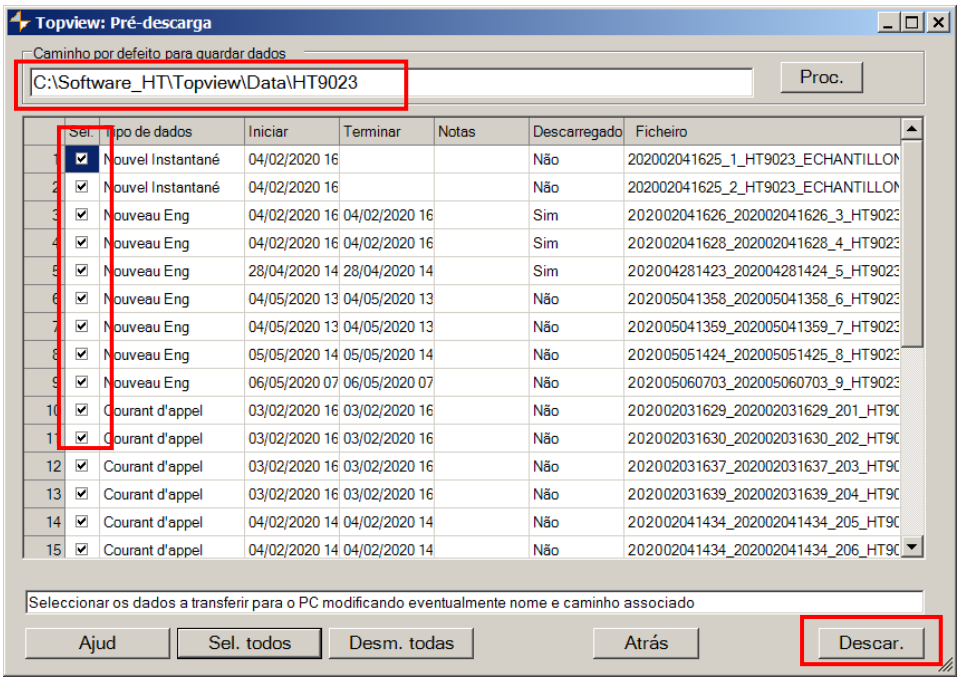

Fig. 17: Seleção de teste para download de dados
7. Clique no botão “**Seg**” para abrir a janela de download (veja a Fig. 17). Marque as medições que deseja baixar, escolha o caminho em que deseja guardá-las e clique no botão "**Download**" para iniciar a transferência